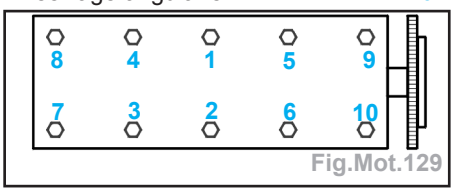

Fig.Mot.129
- Serrer les vis de culasse dans l'ordre indiqué (Fig.Mot.129) :